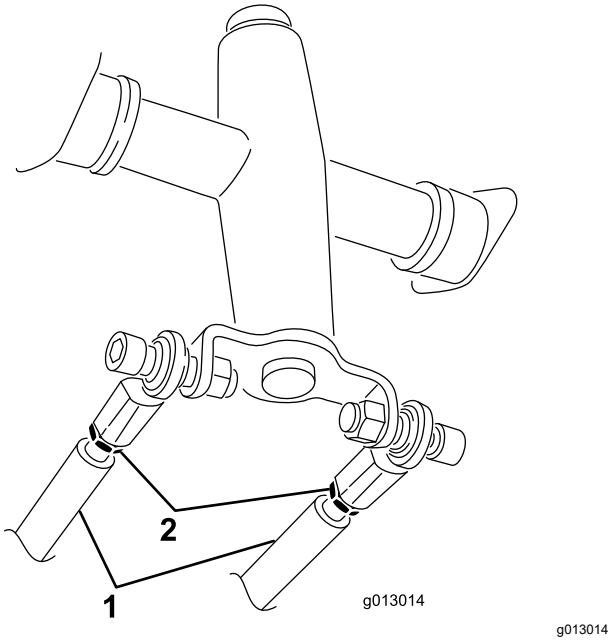

Figura 56
3. Afloje las contratuercas de las varillas de tracción, debajo del panel de control (Figura 56).